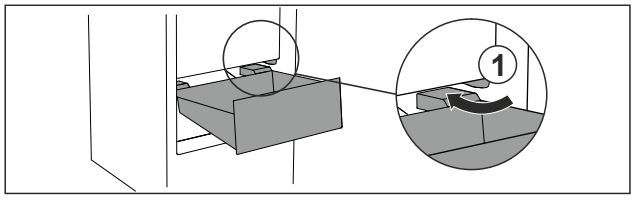

Fig. 137
▶ Lade schuin rond de stoppers *Fig. 137 (1)* leiden.